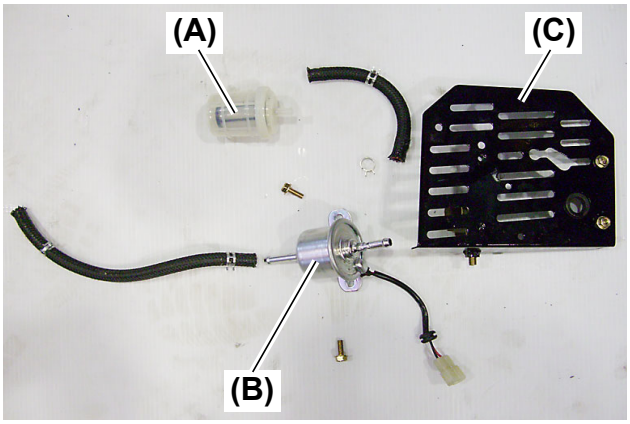

Fig. 5
7. Slide the grommet for the fuel feed pump **(Fig. 5, (B))** wire over to remove from the left fan belt cover **(Fig. 5, (C))**.
8. The fuel filter **(Fig. 5, (A))** can be serviced by removing the two (2) M6 × 16 mm (L: 0.64 in.) bolts that secure the left fan belt cover **(Fig. 5, (C))** to the column bracket.